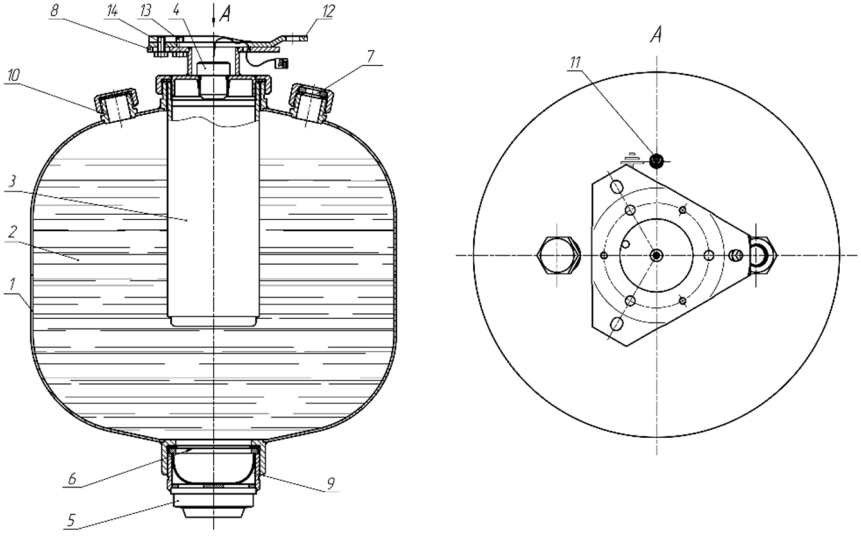

Рис.6. Устройство модуля пожаротушения тонкораспылённой водой «Буран-15ТРВ».
4.1. Модуль (рис. 6) представляет собой герметичную конструкцию, состоящую из стального корпуса 1, заполненного огнетушащим веществом 2, генератора газа 3, электроактиватора 4, распылителя 5, разрывной мембраны 6, предохранительной мембраны 7, держателя 8. Разрывная мембрана плотно прижата к корпусу модуля распылителем, а при использовании направляющего трубопровода, или устройства направленной подачи ОТВ - выводом под трубную разводку. Перед выпускными отверстиями распылителя или вывода под трубную разводку установлен сетчатый фильтр 9. На верхней части корпуса имеется заливная горловина 10, болт заземления 11. Модификации модуля потолочного крепления в верхней части имеют кронштейн 12 с болтами крепления 13 для монтажа на защищаемом объекте. Болт 14 служит для фиксации кронштейна и держателя модуля. В модификации модулей с выходом под трубную разводку распылители (ТРВ-4, ТРВ-6) монтируются на конце направляющего трубопровода или устройства направленной подачи ОТВ (Рис.7; 8).
Соединить держатель модуля 8 (рис. 6) с кронштейном 12 так, чтобы головки болтов 13 вошли в широкие части пазов держателя модуля. После этого повернуть модуль вокруг оси до упора, болты при этом заходят в узкие части пазов и удерживают модуль в подвешенном состоянии. Зафиксировать от поворота модуль относительно кронштейна болтом 14. Затянуть болты 13.